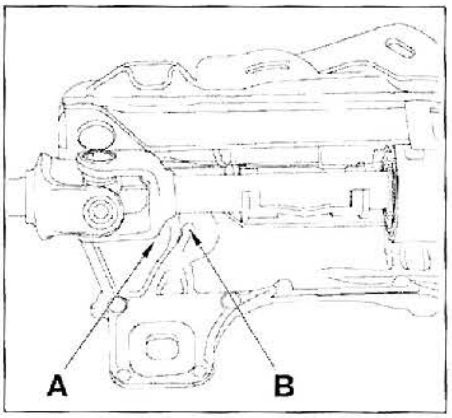

FIG. 8
- después del montaje de la columna de dirección, comprobar que no exista contacto entre la cara "A" y el extremo "B" **(fig. 8)**.